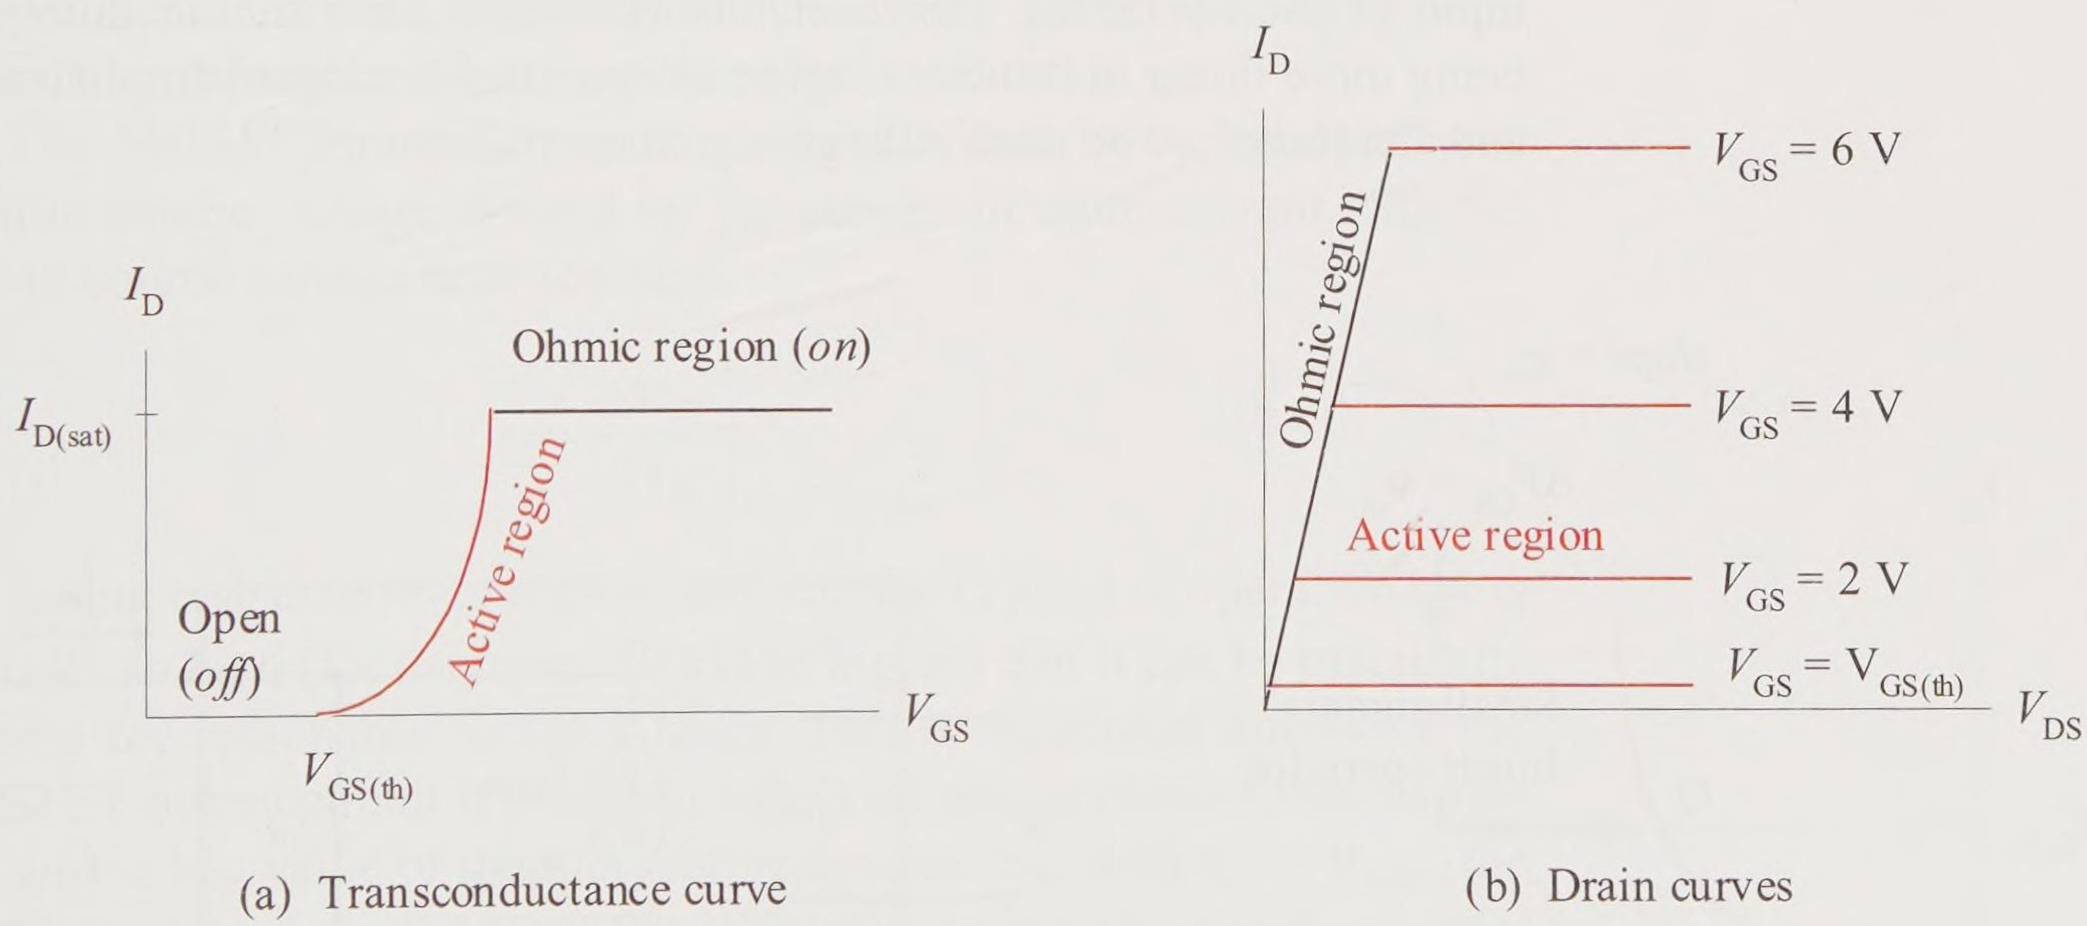

Figure 19-28 Characteristic curves of an *n*-channel E-MOSFET
The *characteristic curves* for an *n*-channel E-MOSFET are shown in Figure 19-28. Figure 19-28(a) shows the transconductance curve of I_D as a function of its input gate-to-source voltage V_{GS}. Once the MOSFET turns on, it is in its **active region**. As the gate-to-source voltage increases the current drain current increases. Note that the relationship is nonlinear when operating over a wide range of V_{GS}. In the active region, the drain current is proportional to the square of the gate-to-source voltage. For small-signal operation, the drain current is approximately linearly proportional to the gate-to-source voltage and the MOSFET is behaving like a voltage controlled (VC) current source (CS) device. The gate-to-source voltage V_{GS} controls the drain current I_D in the active region.
Figure 19-28(b) shows the drain characteristic curves of the drain current I_D versus the drain-to-source voltage V_{DS}. The gate-to-source voltage V_{GS} is fixed for each curve. Note that the V_{GS} curves are not equally spaced due to the nonlinear relationship of V_{GS} with I_D. Compare the *active* and *ohmic* regions between the transconductance curve and the drain curves.